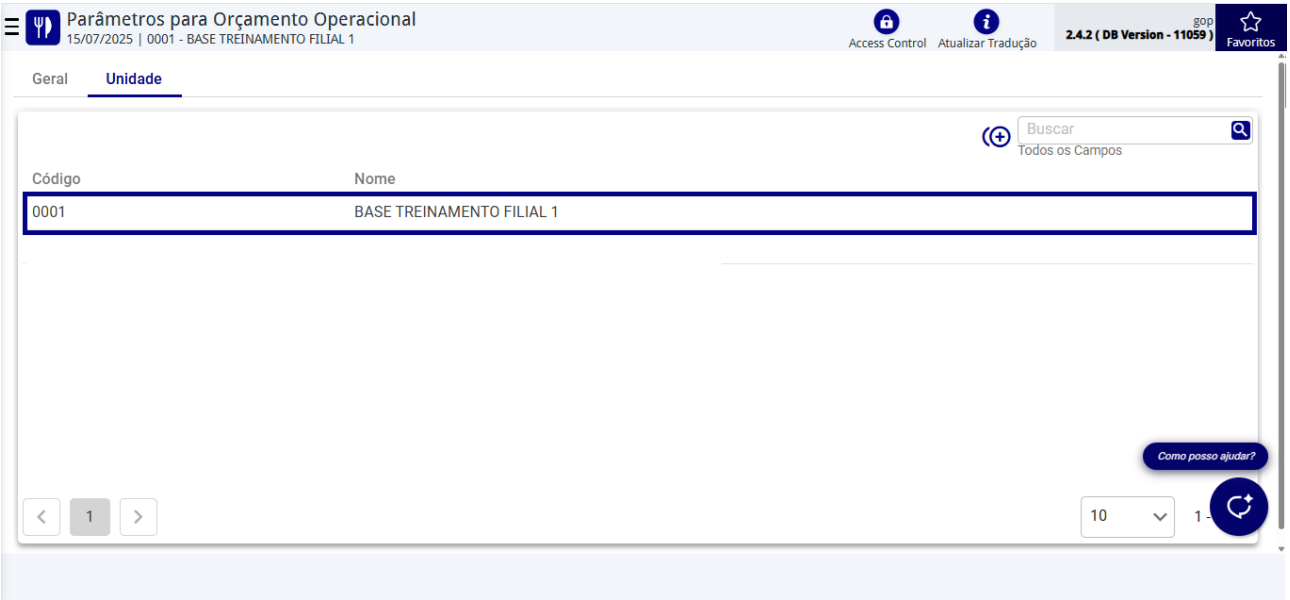

Figura 34: Unidade
1. Selecione a **unidade** (Figura 34) desejada.